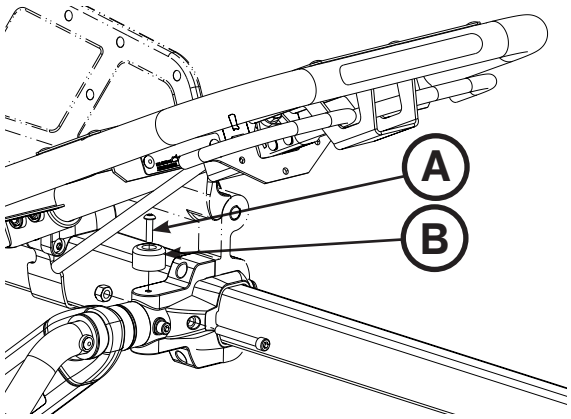

Abbildung 81
3. Mit einem T25 Torx-Schlüssel die Halbrundkopfschraube (A) und den schwarzen Puffer (B) von der Seite, auf der das Seitengitter ausgewechselt werden soll, entfernen (Abbildung 81). Die Schraube und den Puffer für den Wiedereinbau aufbewahren.